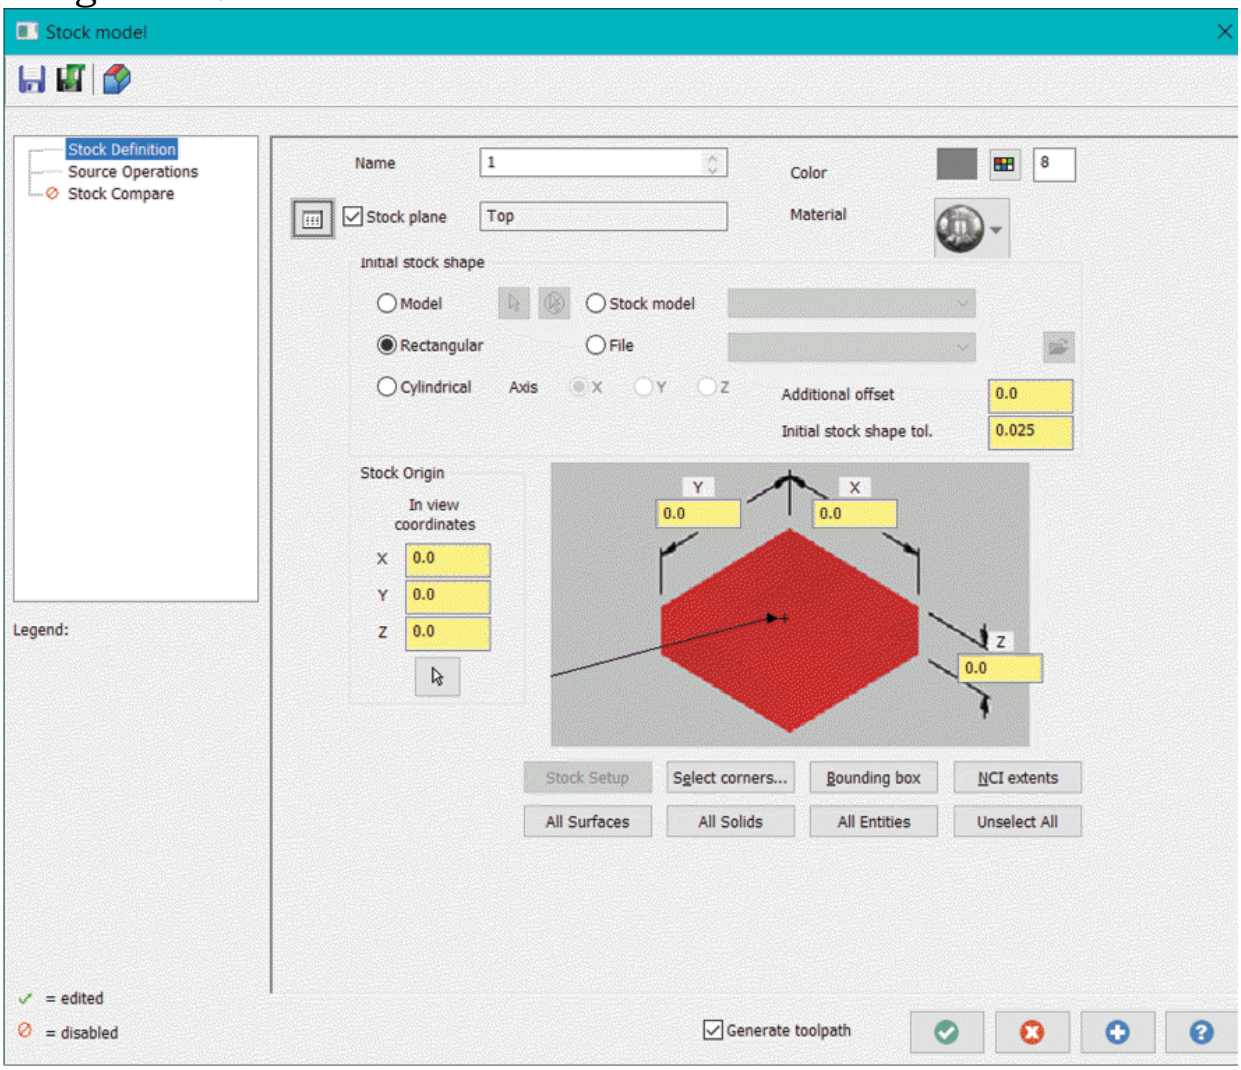

Figure-61. Stock model dialog box
- Click on the **Stock Model** tool from the **Stock** group in the **Toolpaths** contextual tab of the **Ribbon**. The **Stock model** dialog box will be displayed; refer to Figure-61.